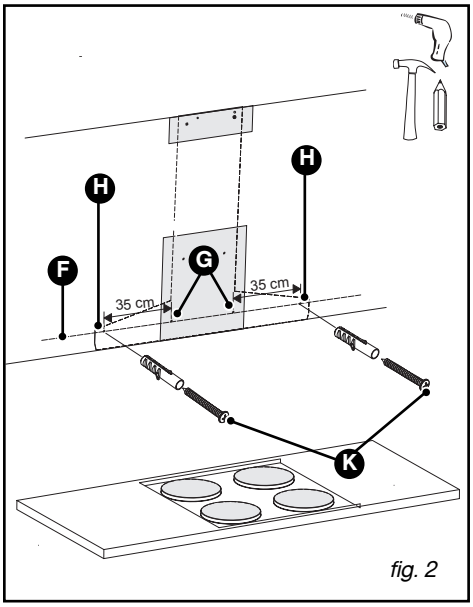

fig. 2
– Tracez un trait horizontal (F/fig.2) passant par les 2 trous percés précédemment (G)
– Percez 2 trous supplémentaires (H/fig.2) situés sur le trait (F) à une distance de 35 cm des trous (G).